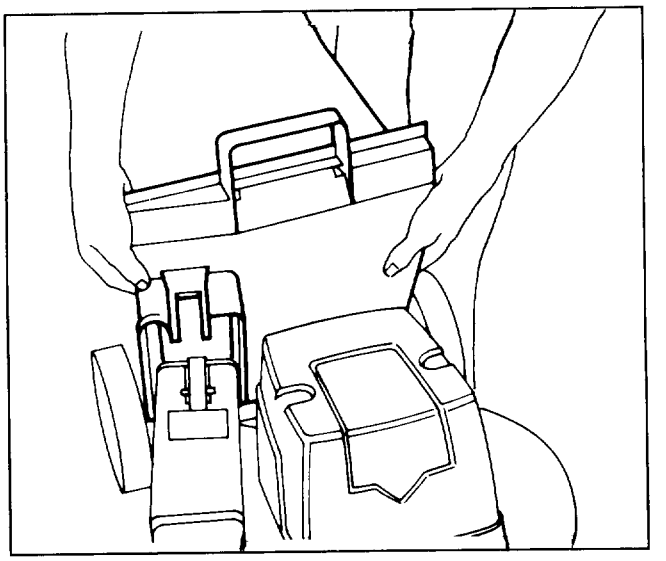

Figure 10
3. INSTALLING BAG (Fig. 10)—Hold front of bag frame and bag door together. Then place opening in bag door against flanges on rear chute and slide bag door down.